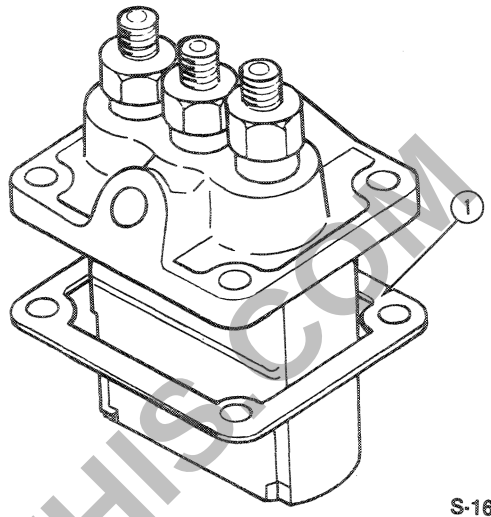

Figure 8
1. Position the injection pump in the block using the original shim gasket or a new one of the same thickness, Figure 8.
1. Position the injection pump in the block using a new shim gasket of 0.012 in. (0.5 mm) thickness, Figure 8.